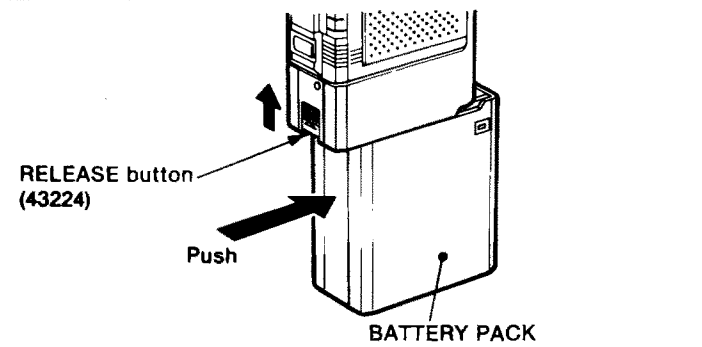

Fig. 5-1-1
1. Turn the POWER/VOLUME CONTROL OFF and remove the BATTERY PACK as shown in Fig. 5-1-1.